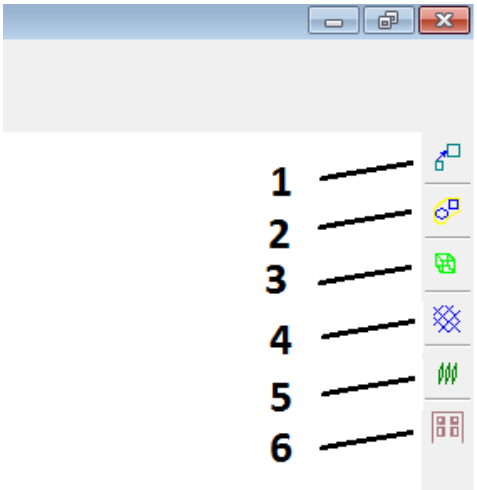

Рисунок 4.55 – Панель инструментов для работы с элементами каркаса, построения сетки и геометрии здания
- «Поиск блоков» – при нажатии кнопки инициируется поиск блоков из построенных примитивов каркаса, процедура предваряет построение расчетной сетки (3, Рисунок 4.55);
- «Сетка» – инструмент, предназначенный для создания расчетной области и сетки для последующего выполнения расчета развития пожара (4, Рисунок 4.55);
- «Общие грани» – инструмент анализа связей (контактов) между блоками, вошедшими в расчетную область (5, Рисунок 4.55).
Процедура идентификации корректности примитивов, из которых состоит текущий каркас, осуществляется с помощью инструмента **«Поиск блоков»** (3, Рисунок 4.55).